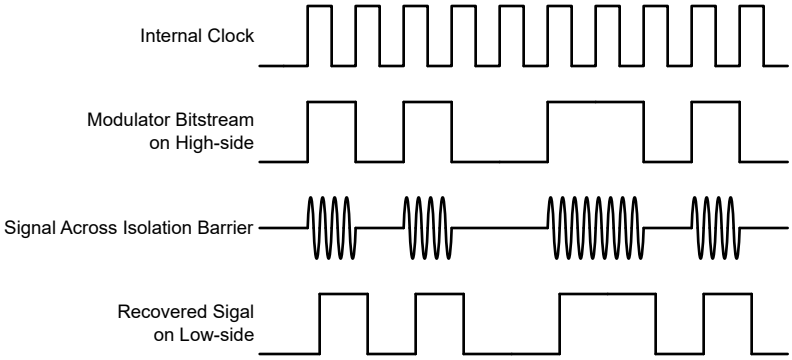

Figure 7-1. OOK-Based Modulation Scheme
As shown in Figure 7-1, the AMC0381D uses an on-off keying (OOK) modulation scheme to transmit the modulator output bitstream across the SiO_2-based isolation barrier. The transmit driver (TX) is illustrated in the *Functional Block Diagram*. TX transmits an internally generated, high-frequency carrier across the isolation barrier to represent a digital *one*. However, TX does not send a signal to represent a digital *zero*. The nominal frequency of the carrier used inside the AMC0381D is 480MHz.